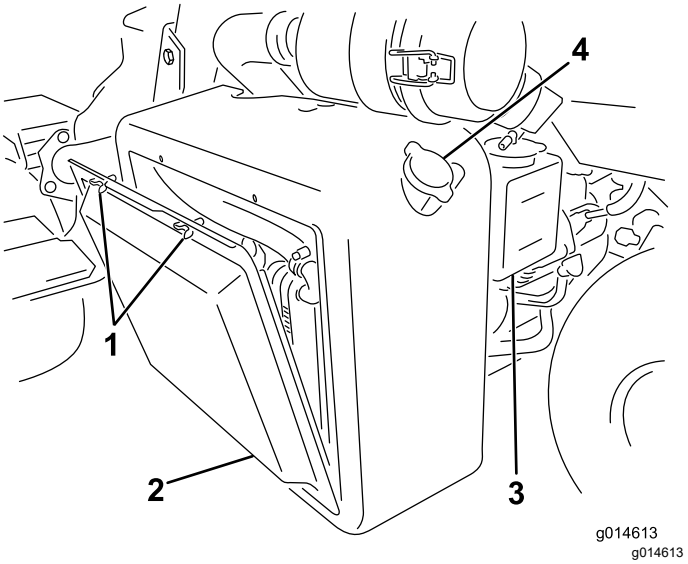

**Rysunek 40**
1. Zdejmij osłonę chłodnicy (Rysunek 40).
2. Sprawdź poziom płynu chłodzącego (Rysunek 40 oraz Rysunek 41).